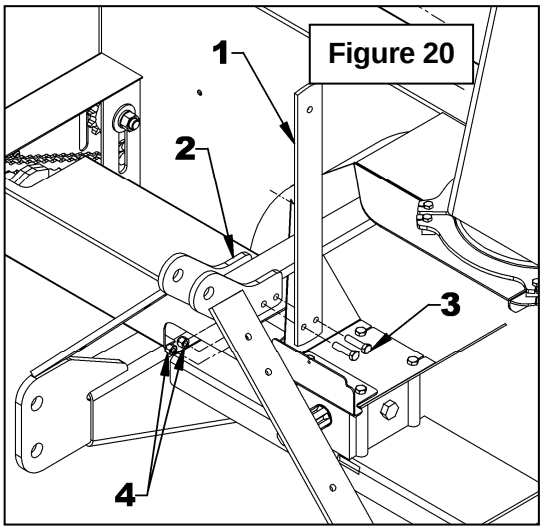

Figure 20
8. **Figure 20:** Install the hose support (item 1) using two 3/8"NC x 1 1/2" hex bolts (item 3) and two 3/8"NC nylon insert locknuts (item 4). The hose support can be installed on the right or left side of the three point upper hitch bracket (item 2).